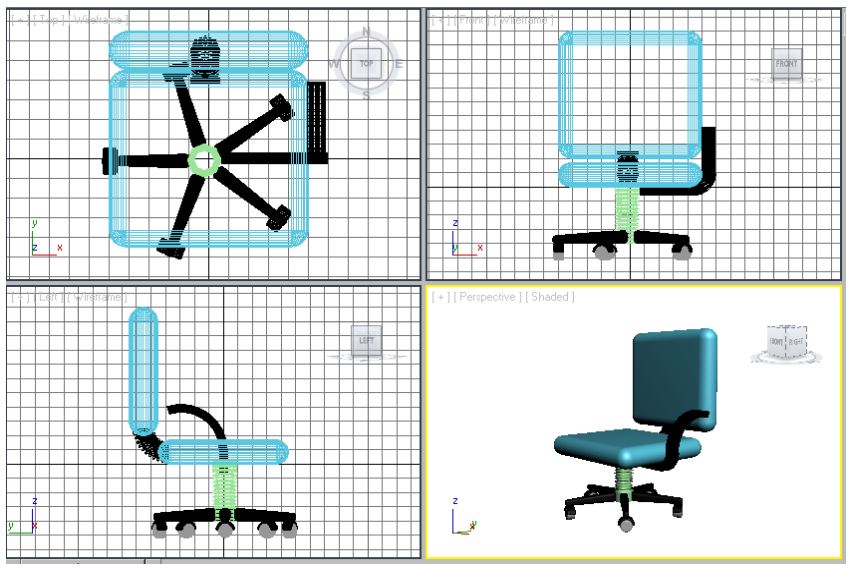

Figure 3-90 *Alignment of the right hand support002 in all viewports*
12. Align the *right hand support002* in all viewports using the **Select and Move** and **Select and Rotate** tools, as shown in Figure 3-90.